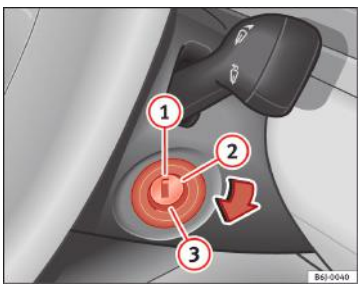

Fig. 99 Pozițiile cheii în comutatorul de contact
În această poziție ⇒ fig. 99, contactul este luat, motorul este oprit, iar coloana de direcție poate fi blocată.
– Rotiți cheia de contact în poziția ⇒fig. 99 (2). Lampa indicatoare ∞ se va aprinde pentru a semnala preîncălzirea motorului.
– Când lampa de avertizare se stinge, rotiți cheia în poziția (3) pentru a porni motorul. Nu apăsați pedala de accelerație.
– Rotiți cheia de contact în poziția ⇒ fig. 99 (1).